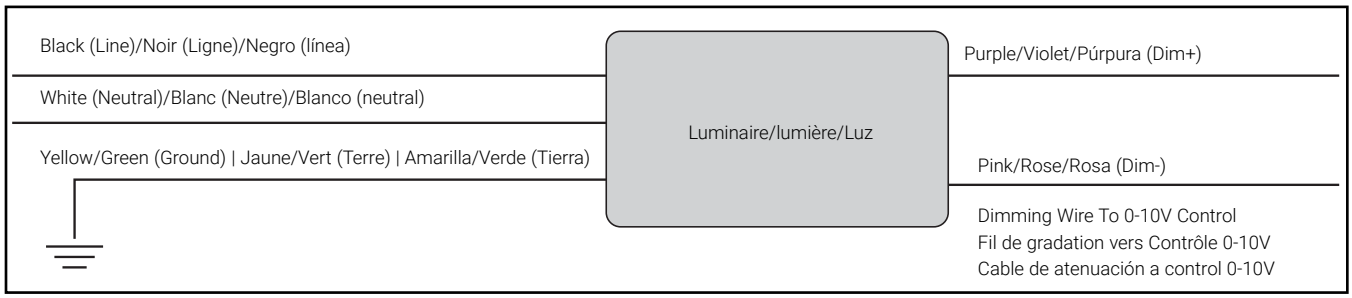

Figure 8.
6. Effectuez les connexions électriques conformément au Code (figure 8).